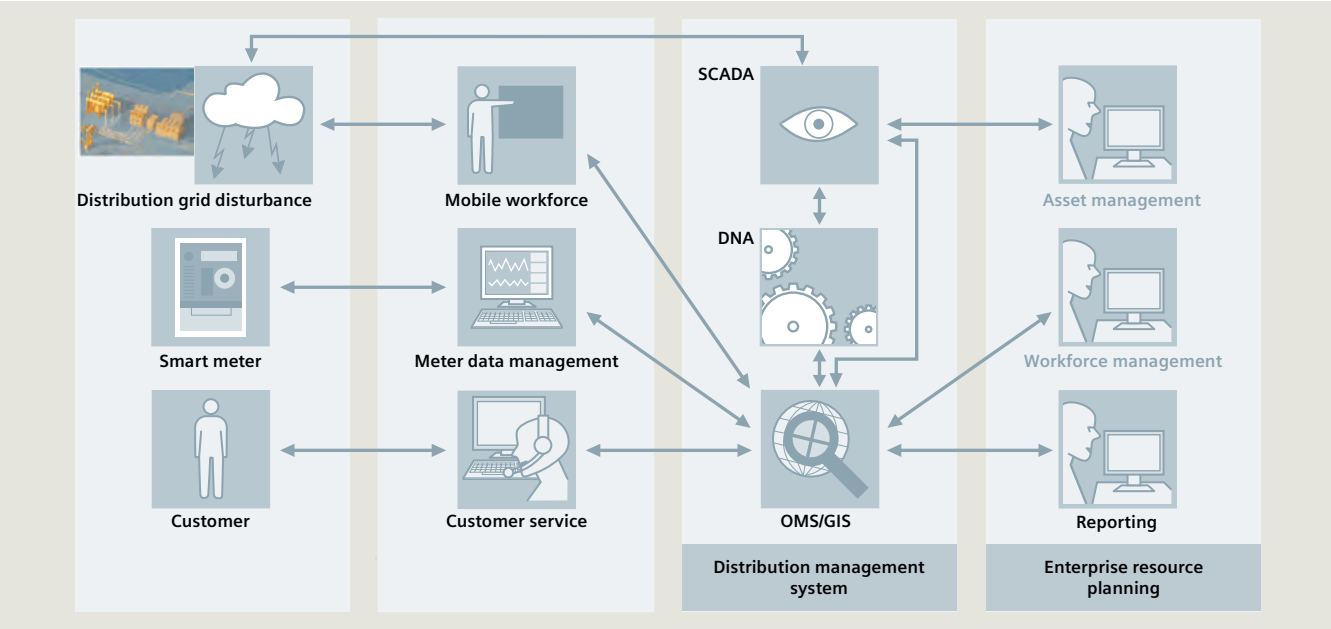

Fig. 7.1-6: Schematic workflow in a distribution management system
A distribution network is characterized by a mostly radial and lightly meshed structure that is mostly operated radially. The distribution network typically includes a medium voltage (MV) part and a low voltage (LV) part and is interconnected to the transmission network at HV/MV substations. Depending upon countries, few to all of the HV/MV substations are today automated. Under the Smart Grid pressure, automation of the MV/LV substations is now accelerating in Europe, whilst automation of the MV feeders is now accelerating as well in the US. For these reasons, telemetry, e.g., that of power flows, is relatively limited but rapidly increasing (fig. 7.1-6).